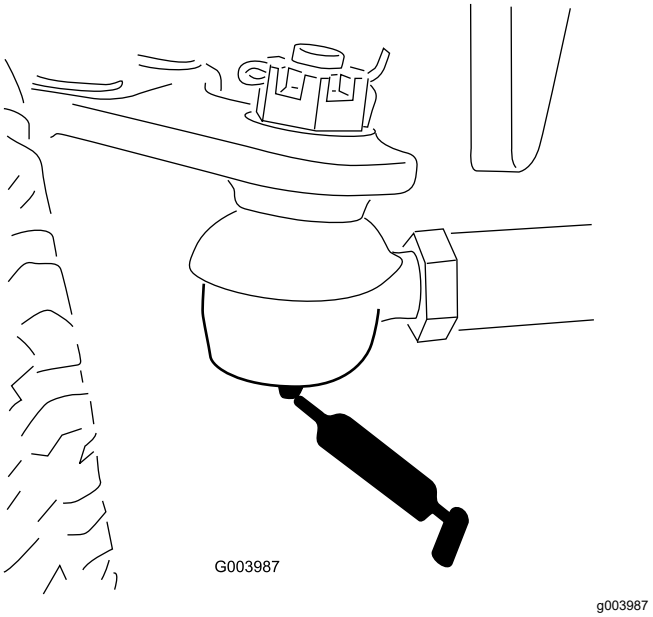

**Figuur 77**
- Trekstang van achteras (2) (Figuur 77)